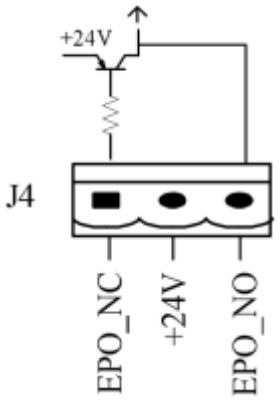

Рис. 1-14. Схема входного порта для дистанционной подачи команды EPO
Для дистанционной подачи команды EPO используется входной порт J4. При этом в обычном режиме нормально замкнутый контакт (NC) подключен к напряжению +24 В, и команда EPO срабатывает при отключении контакта NC от +24 В или при замыкании нормально разомкнутого контакта (NO) на потенциал +24 В. Схема порта показана на рис. 1-14, описание порта приводится в таблице 1-4.